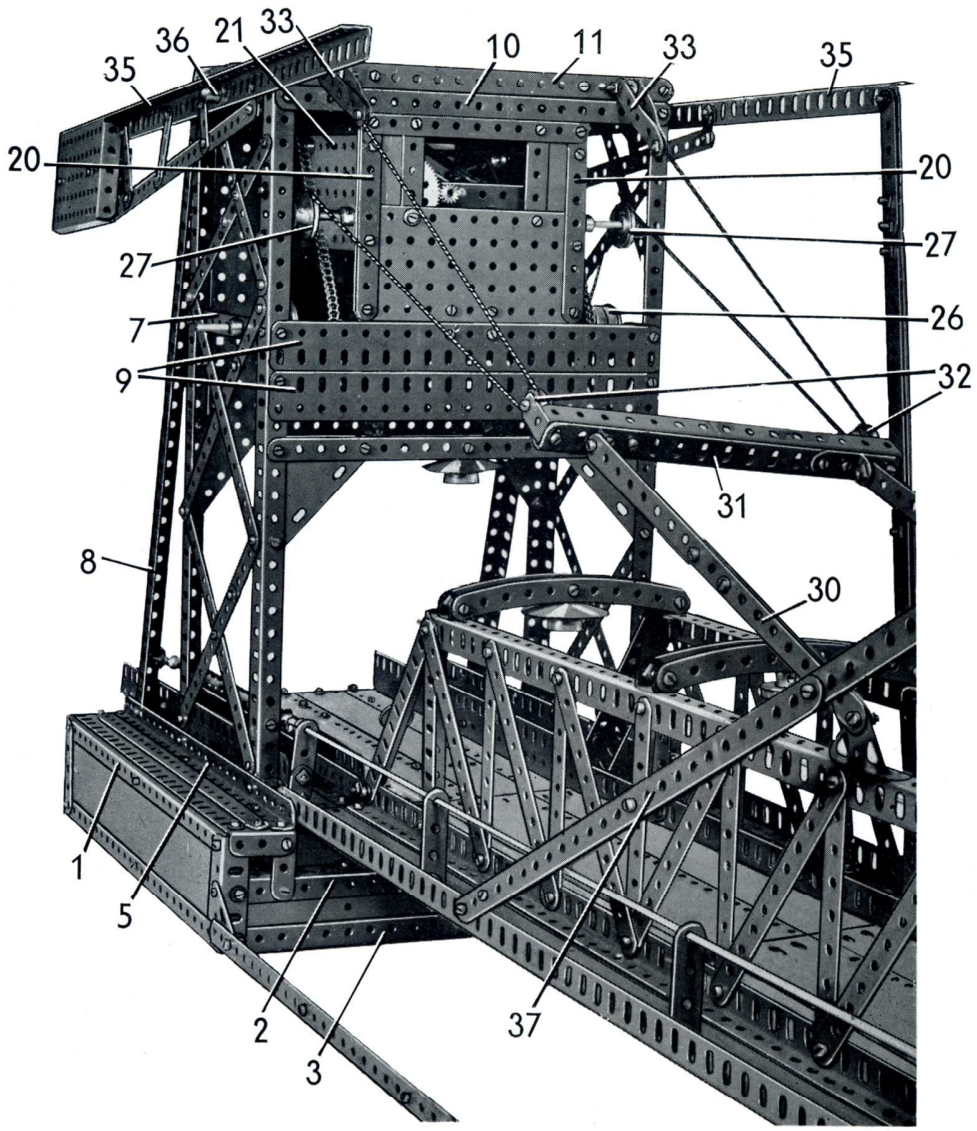

Fig. 2
Le quai principal (Fig. 2 et 3)
Chaque côté est constitué par une plaque-bande de 25 trous renforcée par une cornière de 25 trous (1) et par une bande de 25 trous. L'arrière est également constitué par une plaque-bande de 25 trous et il est bordé par deux cornières de 25 trous. L'arrière et les côtés sont réunis par une cornière de 5 trous à chaque angle. L'avant est formé par deux cornières de 25 trous (2) et (3) (fig. 2) et une plaque flexible de 6×4 cm. et deux de 14×4 cm. sont boulonnées entre elles. L'avant est fixé sur des cornières de 5 trous boulonnées sur les côtés, et une cornière de 3 trous est boulonnée à l'extrémité supérieure de chaque cornière de 5 trous, et est reliée à la cornière (2) par une bande de 3 trous. Deux cornières de 25 trous (4) sont boulonnées au travers de la base du quai comme le montre la figure 6.
Détails de la cabine de contrôle (Fig. 2, 3 et 4)
L'avant et l'arrière de la cabine sont constitués par des plaques sans rebords de 14×6 cm. et par des bandes de 11 trous (20) placées verticalement (fig. 2) à chaque extrémité. Deux plaques flexibles de 6×4 cm. et deux bandes de 5 trous sont boulonnées sur le devant et sont réunies à leurs extrémités supérieures par une bande de 11 trous. A l'arrière ne figure qu'une seule plaque flexible de 6×4 cm., de façon à loger le train d'engrenages. Les extrémités de la cabine sont des plaques à rebords de 9×6 cm. (21) et deux plaques à rebords identiques fixées entre les côtés forment le plancher.